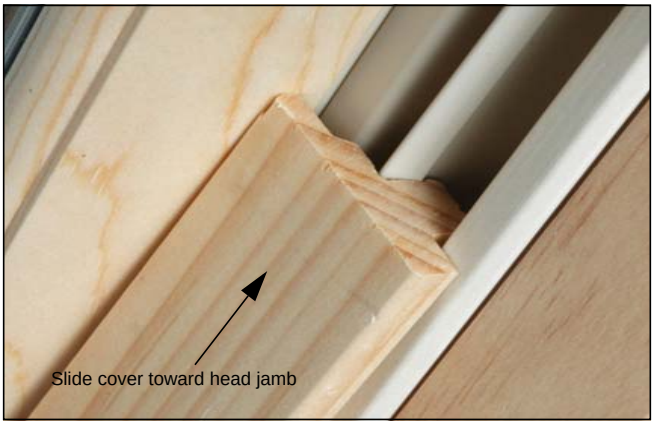

Figure 3
5. To replace the jamb covers, insert one end in first between the flexible legs of the vinyl carriers, then slide the cover tight against the head jamb. Work your way along the cover and press into place. See figure 3.